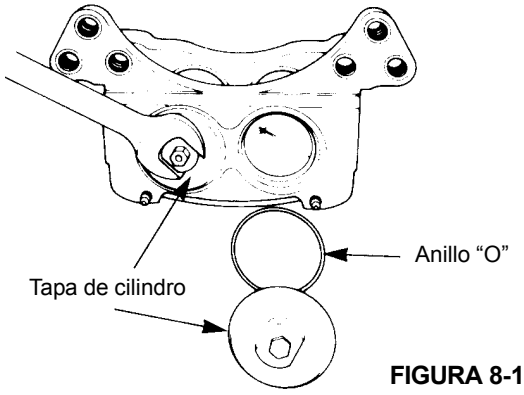

FIGURA 8-16
7. Retire las tapas del cilindro de la caja usando una llave de tuercas de boca. Retire y bote los anillos “O” (Figura 8-16).
2. Instale un anillo “O” nuevo y un anillo de respaldo nuevo en la ranura que está en la parte central de la cavidad. El anillo “O” se instala hacia el extremo exterior de la cavidad. El anillo de respaldo se instala hacia el extremo de los forros de la cavidad (Figura 8-16).